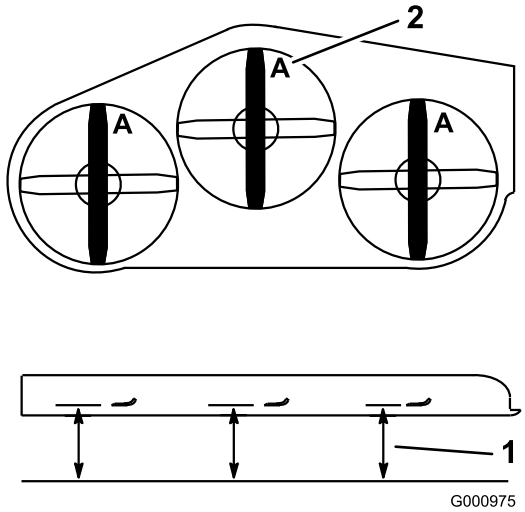

Figur 95
3. Drej knivene, indtil enderne vender fremad og bagud (Figur 95). Mål fra en plan overflade til skærekanten, position **A**, på knivene(Figur 95). Noter dette mål.